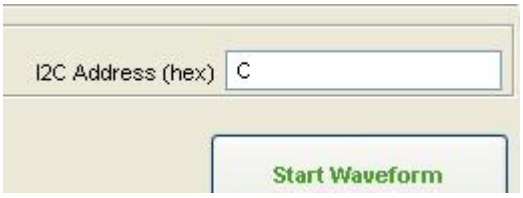

Figure 8: I^2C Address
7. Configure the I^2C address of the DAC. The DAC121C085 will respond to I^2C address 0x0C by default with pins A0 and A1 floating (no jumpers on JP5). Change the I^2C slave address of the DAC by adding jumpers to JP5. Refer to *Table 1* for a detailed description of the I^2C address settings. The address in *Figure 8* must match the address configured by A0 and A1.